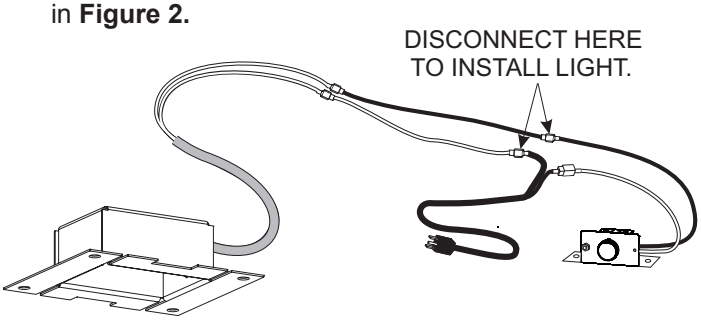

Figure 2
3. Disconnect the wire harness at the connections shown in **Figure 2.**
5. Fit the light housing in place in the firebox roof and reconnect the light socket wires to the rheostat and receptacle terminals as shown in **Figures 2 and 3.**